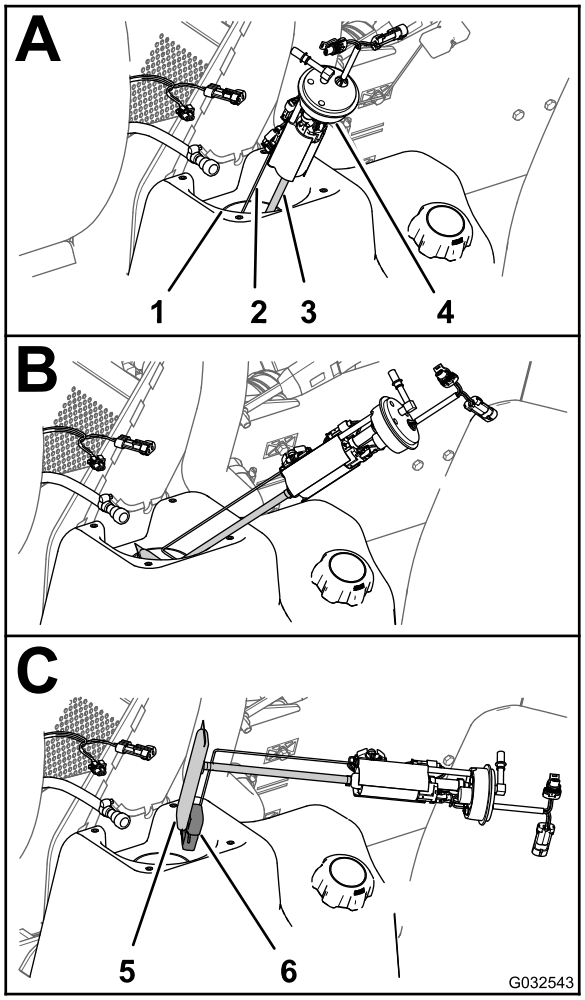
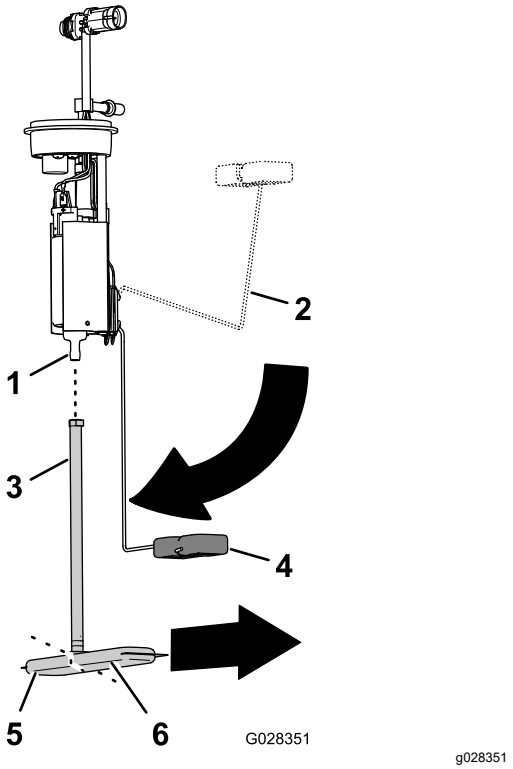

Figur 87
Figur 88
4. Lyft försiktigt upp och vrid bränslepumpen/sändarenheten ut ur påfyllningsröret (Figur 87).
1. Ta bort bränslefiltrets upptagningsrör från bränslepumpens koppling (Figur 88).
2. Rikta in upptagningsröret på det nya bränslefiltret efter bränslepumpens koppling (Figur 88).
3. Rikta in bränslefiltrets långa ben efter flottören när flottörens arm är i tomt läge (Figur 88).
4. För in bränslepumpens koppling i upptagningsröret tills kopplingen sitter ordentligt (Figur 88).
1. Stötta både flottörarmen och upptagningsröret och för in flottören och bränslefiltret i bränsletankens öppning (Figur 87).
2. Sätt bränslepumpen/sändarenheten i tankens öppning (Figur 87 och Figur 88).
3. Montera tätningen och muttern över bränslepumpen/sändarenheten och på bränsletankens påfyllningsrör och dra åt muttern för hand (Figur 87).
4. Anslut bränsleslangens anslutning till bränslepumpens koppling (Figur 87).
5. Anslut kontakten med två uttag på maskinens kablage till kontakten med två stift på bränslepumpen/sändarenheten. Anslut kontakten med två stift på maskinens kablage till kontakten med två uttag på bränslepumpen/sändarenheten (Figur 87).